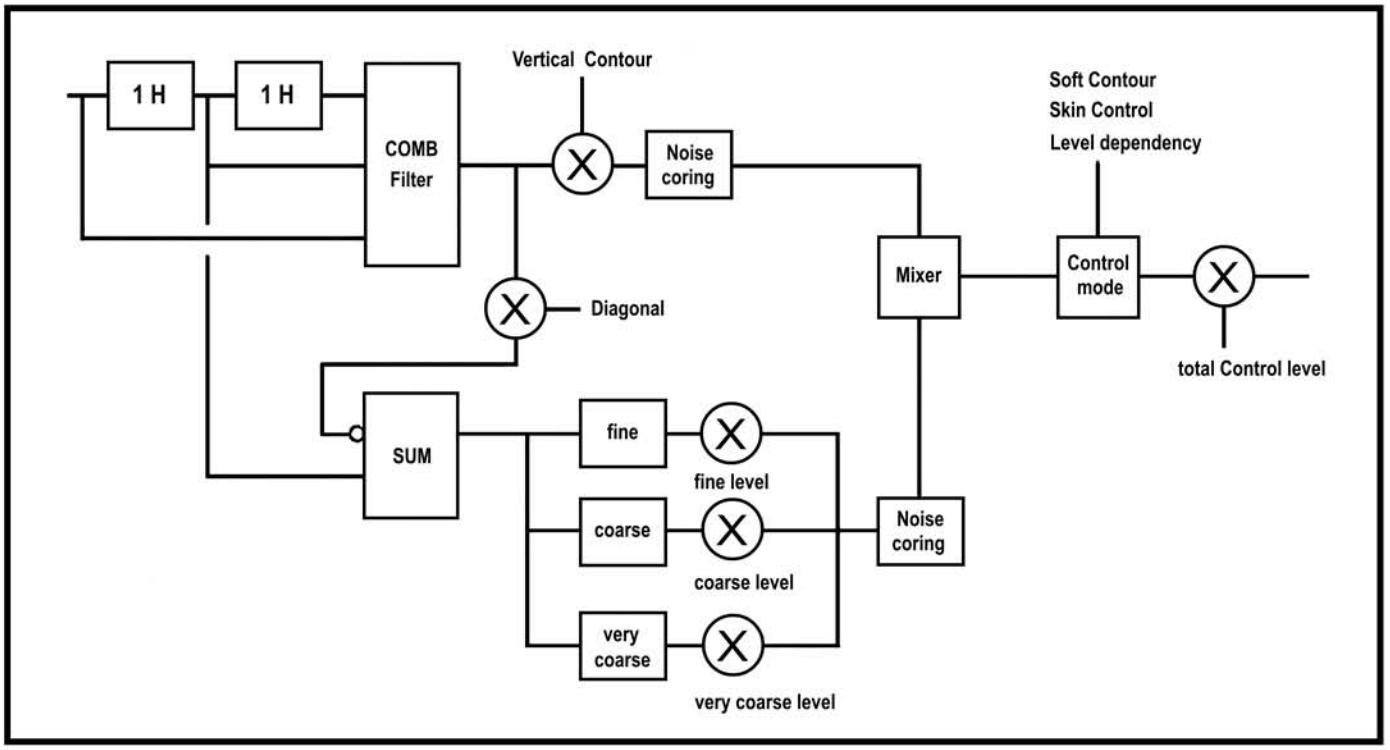

Fig. 5 - Schema di elaborazione avanzata del dettaglio
6. Elaborazione avanzata del dettaglio (Fig. 5)